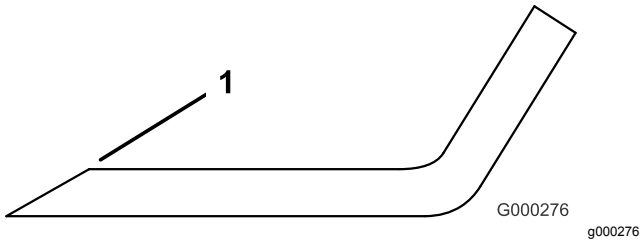

Figuur 111
3. Inspecteer de snijranden van alle messen en slijp de snijranden als deze bot zijn of bramen vertonen (Figuur 111).
Opmerking: Slijp alleen de bovenkant van de snijrand en behoud de oorspronkelijke snijhoek om te zorgen dat het mes scherp blijft (Figuur 111). Het mes zal in balans blijven als dezelfde hoeveelheid metaal aan beide snijranden wordt weggehaald.